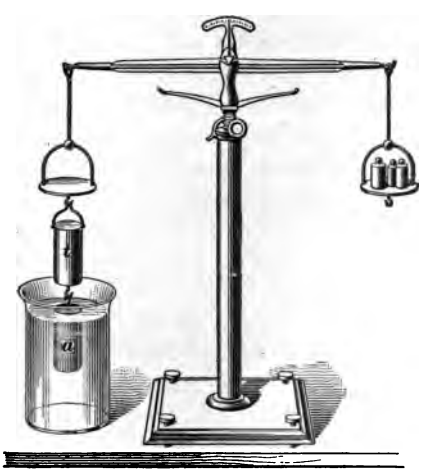

FIG. 12.
27. This principle may be experimentally demonstrated with the beam scales, as shown in Fig. 12. From one scale pan suspend a hollow cylinder of metal *t*, and below that a solid cylinder *a* of the same size as the hollow part of the upper cylinder. Put weights in the other scale pan until they exactly balance the two cylinders. If *a* be immersed in water, the scale pan